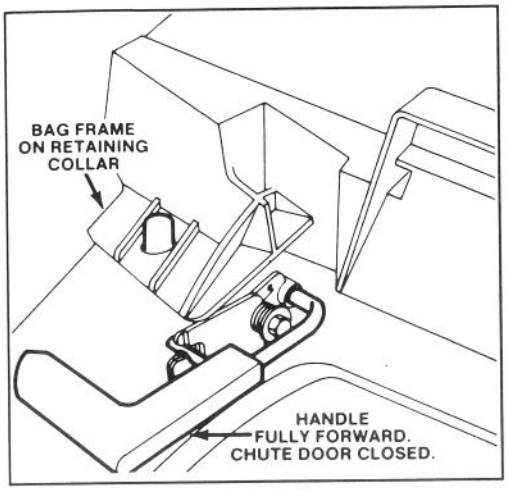

Figure 10
2. Assure chute door handle is fully forward and pin is engaged in catch (Fig. 10).
3. INSTALLING BAG—Slide hole in bag frame onto retaining collar on housing (Fig. 10) and set rear of bag frame onto lower handle.
5. EMPTYING BAG—Stop engine and wait for all parts to stop. Move chute door handle forward to engage the locking pin with catch (Fig. 10). Grasp handle at front and rear of bag and lift bag off mower. Gradually tip bag forward to empty clippings.